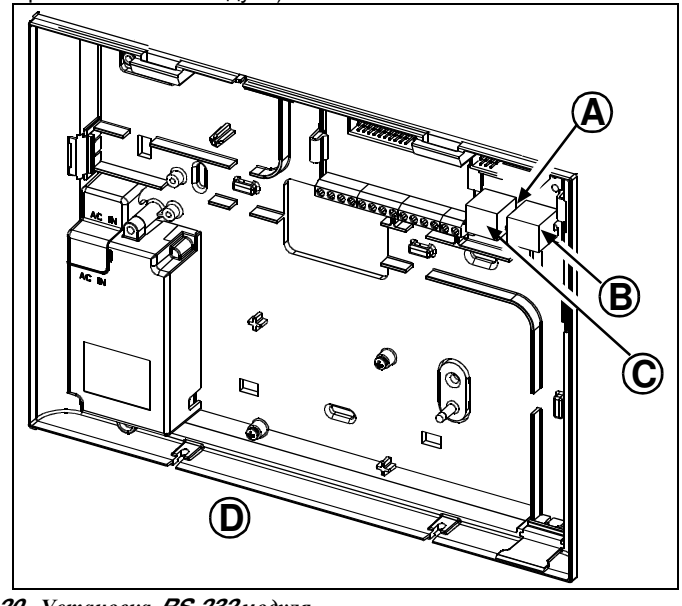

Рисунок 3.20 –Установка RS-232 модуля
2. Подключите ПК или GSM к одному из гнезд (A или B) (см. Рис. 3.20)